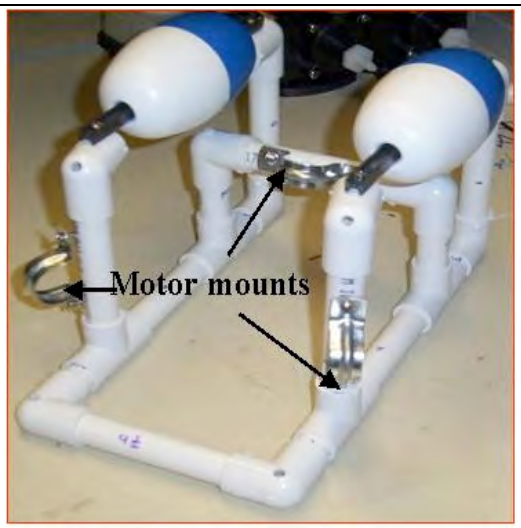

**Figure 7:** Motor mount placement
1. Hold motor mounts against frame in locations shown in Figure 7. It's more important to center them between the joints on the pipe than to get the right angle around the pipe.